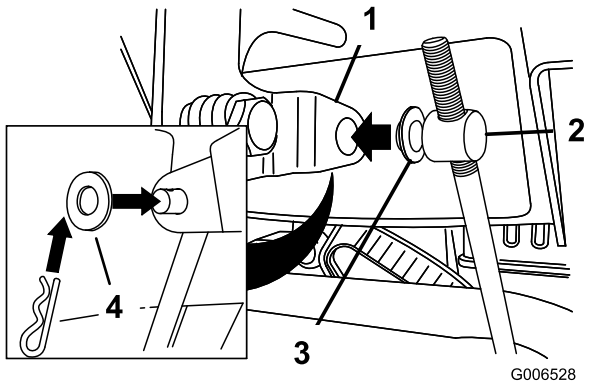

Figur 6
3. Fjern hårnålssplinten og den ytterste skiven fra vuggetappen på den øvre enden av hastighetskontrollstaget (Figur 6).
Merk: Du kan la den flate skiven bli på vuggetappen for å gjøre installeringen litt enklere (Figur 6).
6. Løft opp på hastighetskontrollstaget, og sett inn vuggetappen i hullet i hastighetsvelgerspaken (Figur 6).
B. Koble vuggetappen fra hastighetsvelgerspaken (Figur 6).
C. Vri vuggetappen nedover (med klokken) på hastighetskontrollstaget (Figur 6).
D. Koble vuggetappen til hastighetsvelgerspaken (Figur 6).
B. Koble fra vuggetappen fra hastighetsvelgerspaken (Figur 6).
C. Vri vuggetappen oppover (mot klokken) på hastighetskontrollstaget (Figur 6).